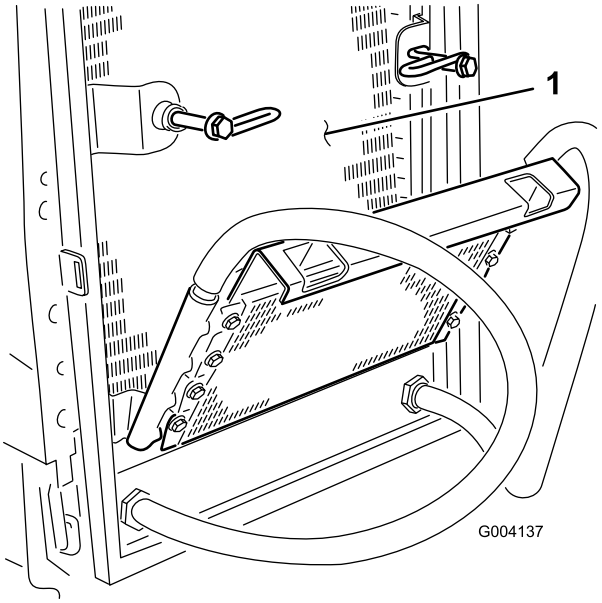

Figur 64
6. Rengjør begge sidene av oljekjøleren og radiatoren (Figur 64) grundig med trykkluft.